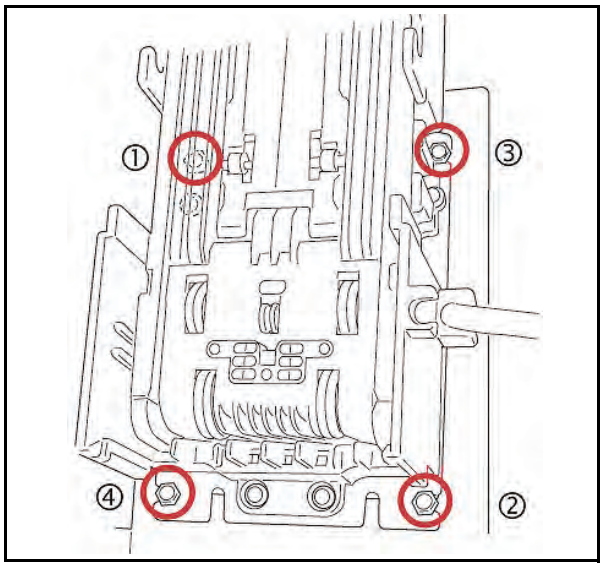

Figure 2-3 Bill Validator Mounting Nut Locations
3. Use four #8-32 nuts to mount the DBV in place at the four locations circled in Figure 2-3 ① through ④.